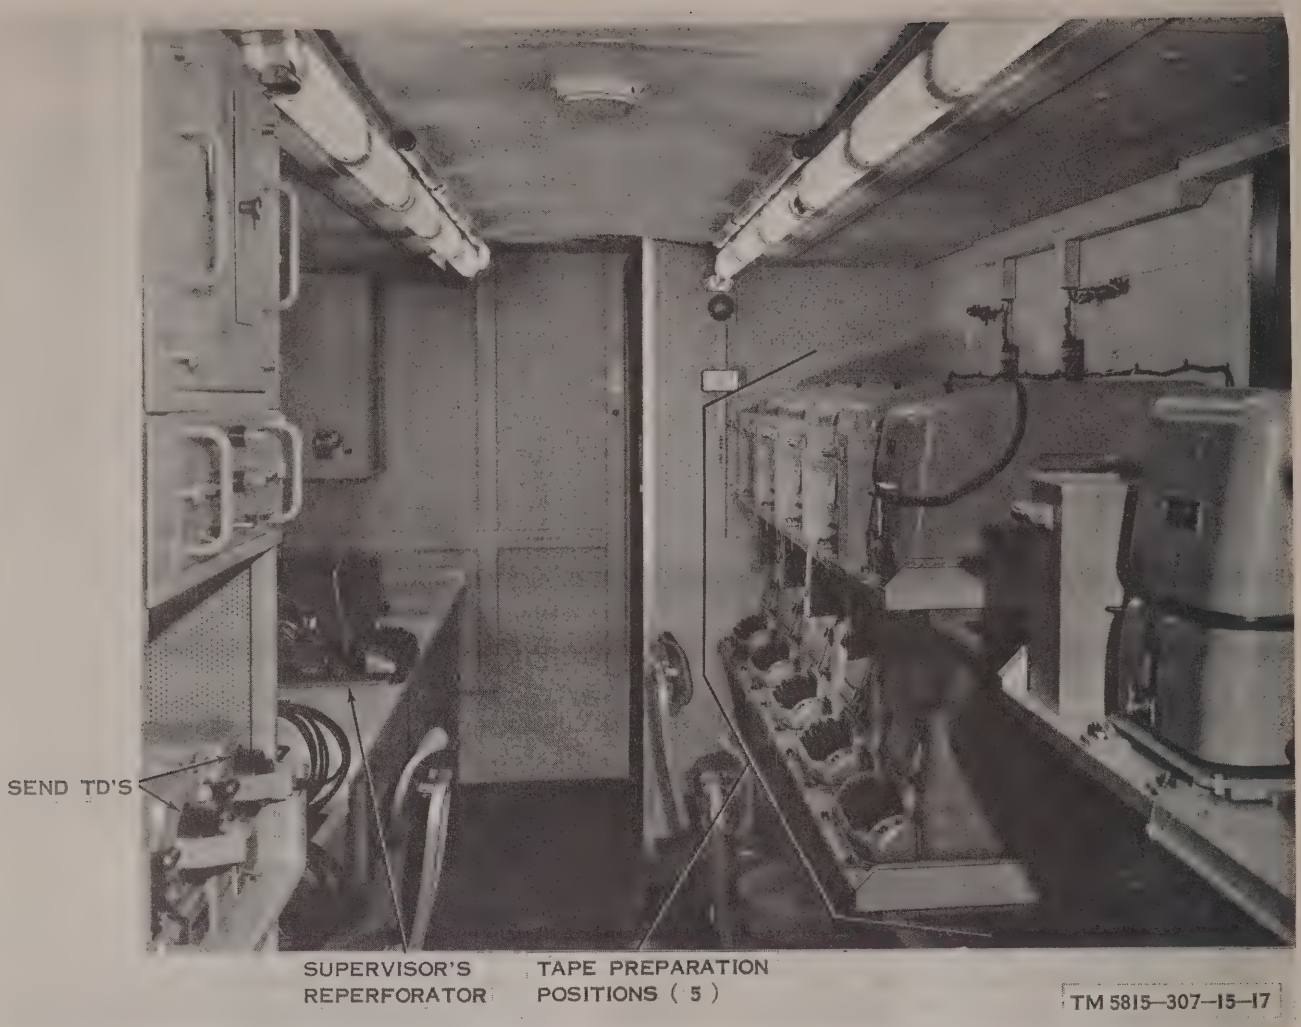

Figure 1-3. AN/MGC-22, looking toward rear of van.
a. Lighting (fig. 1-3). Two rows of ceiling-mounted fluorescent lights provide lighting throughout the van. Three dome lights provide emergency lighting. The dome lights are energized by using a battery source within the van or the tractor battery. Power for the fluorescent lights is supplied through circuit breaker No. 1 in power distribution panel No. 1. All lights are controlled by a light control relay ((1) below), a BLACKOUT-BYPASS switch ((2) below), and three BLACKOUT SWITCHES ((2) below). Also, the fluorescent lights are controlled by the ODD ((4) below) and EVEN ((5) below) lights switches.
(1) The light control relay is energized by the power distribution panel (power applied and the circuit breaker in the ON position). When the light control relay is energized, it functions as follows:
l. Supervisor's Position (fig. 1-3). The supervisor's position is located on the curbside wall, in the center of the van. It consists of the TT-523/GGC, supervisor's reperforator (TT-76(*)/GGC), and an 8-inch manual tape winder. A complete description of the TT-76(*)/GGC is contained in TM 11-5815-238-12.